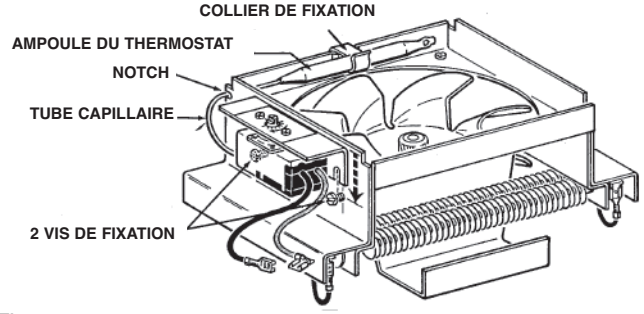

Figure 1
1. Desserrer les deux vis sur le côté du moteur (voir la figure 1).
3. Passer le tube capillaire dans l'encoche sur le côté gauche de l'appareil comme illustré sur la figure 1, puis serrer les deux vis retenant le support.